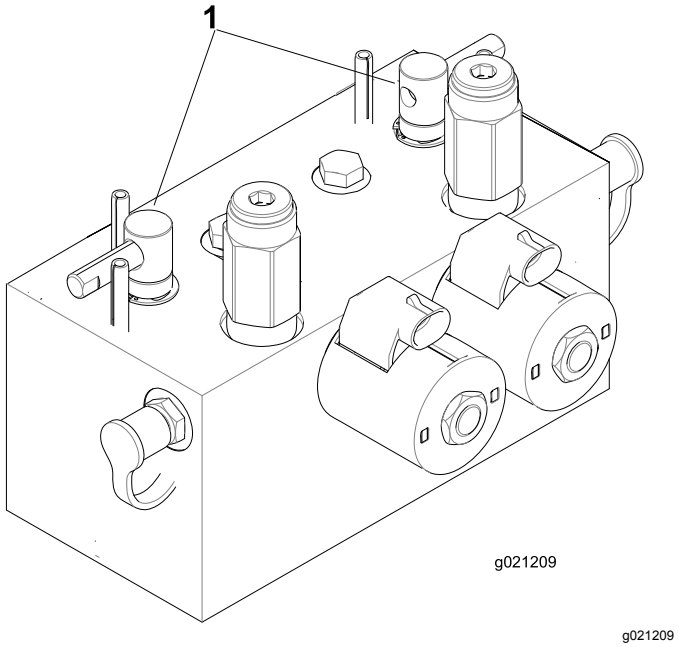

Figur 72
2. Lås opp og hev setet for å vise slipespakene (Figur 72).
5. Velg enten fremre, bakre eller begge slipespaker for å bestemme hvilke spoler som slipes (Figur 72).